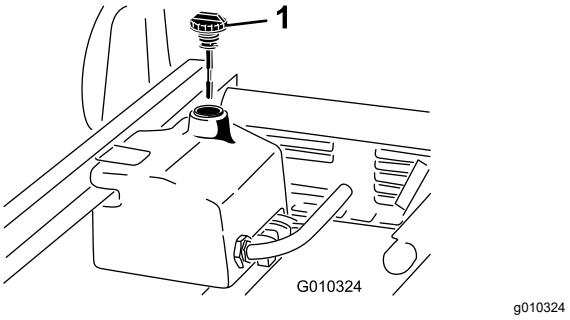

Figura 72
4. Limpe a zona em redor do tubo de enchimento e da tampa do depósito hidráulico (Figura 72).
6. Retire a vareta (Figura 72) do tubo de enchimento e limpe-a com um pano limpo.